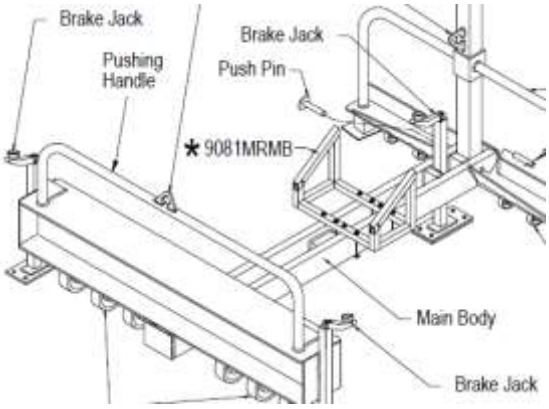

Fig. 4
b) Once the installation and working distance requirements are understood and have been satisfied, lower each of the brake jacks completely by rotating the brake jack handle clockwise until each stops rotating. **Be sure to lower completely. Failure to do so could hinder the performance of the unit in the event of a fall and may cause serious or fatal injury.** (Fig. 4)